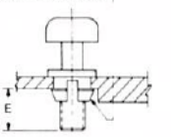

Figure 4
4. Collar will snap into place, captivating entire housing, when fully installed. See Figure 4.